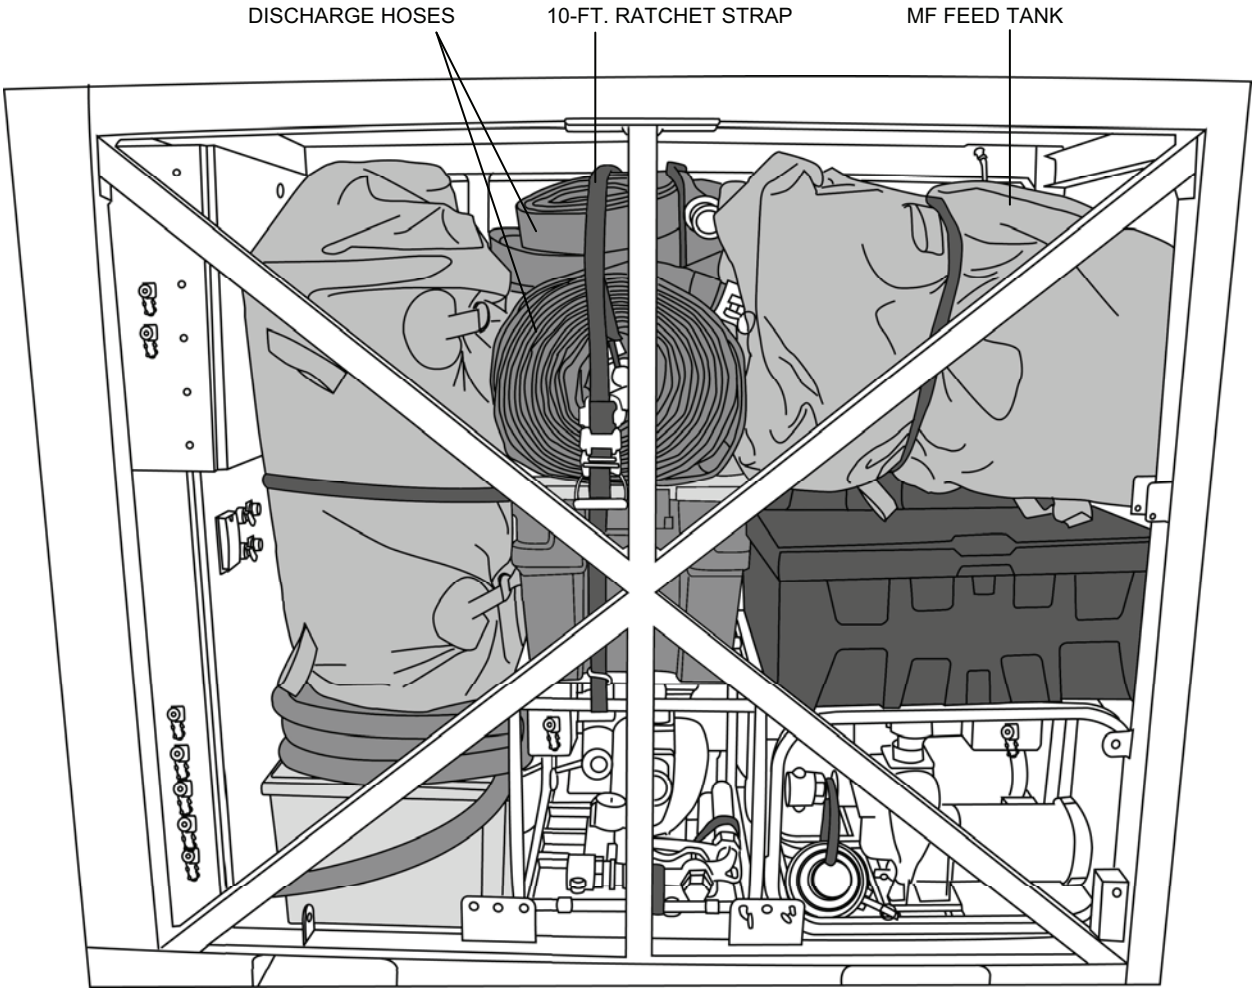

Figure 12. Operator Station Packout 7.
28. Stack the long, rolled-up discharge hoses (four 2 x 50 raw water hoses and two 2 x 65 product water distribution hoses) on top of and beside the pump power cables (Figure 12).